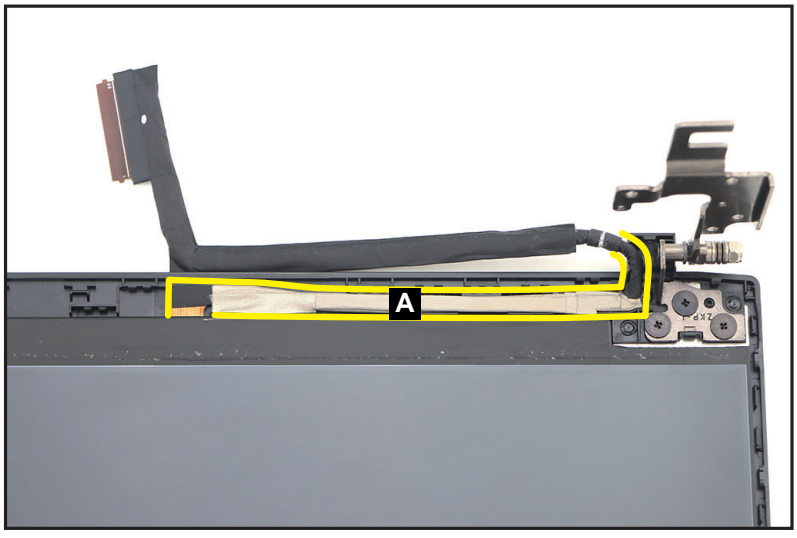

Figure 1-58. LCD Panel Removal
1. Unroute and release the LCD cable (A) from the LCD hinge and the cable guides on the LCD cover as shown in Figure 1-58.